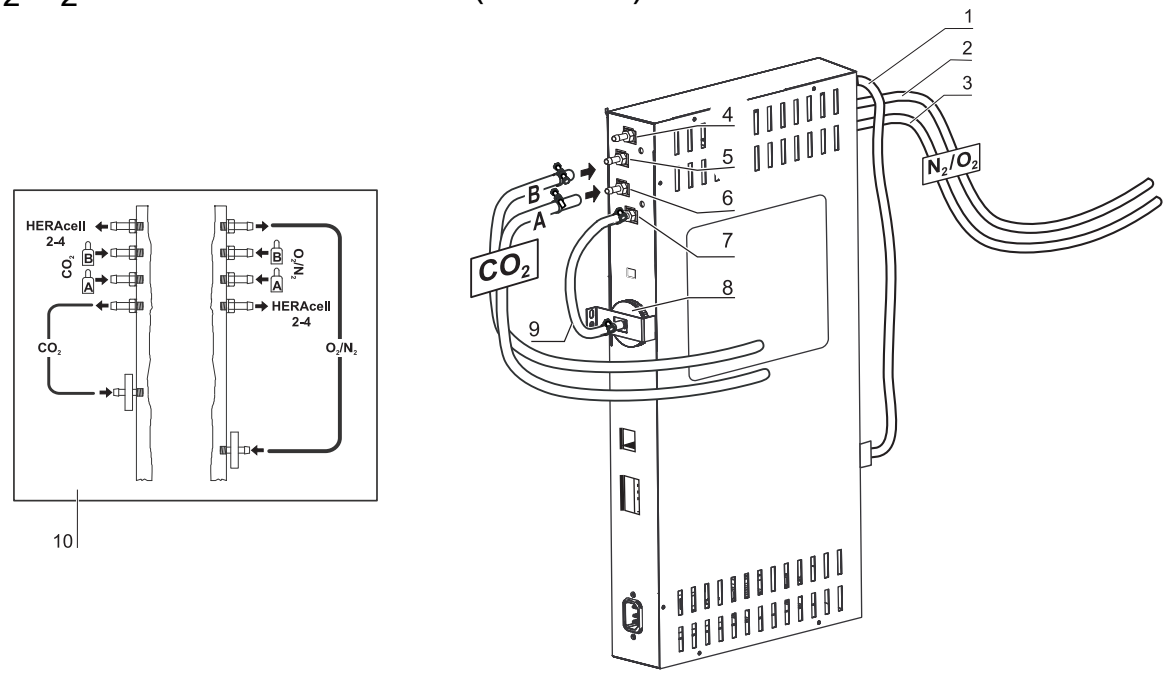

图 4-14. CO_2- 和 O_2/N_2 接头带气体监控系统 （可选项）
有 CO_2-/O_2-/N_2 组合接头并带可选的气体监控系统的连接是根据连接图 (10/ 图 4-14)。
- O_2-/N_2 供应分配器接头适用于最多其他三台设备（不可见，在图 4-14)。 在设备之间有彼此相连的气体压力软管用于气体供应。
- 位置 2/ 图 4-14: 压力气体容器 B 的气体供应连接到气体监控系统的接头。
- 位置 3/ 图 4-14: 压力气体容器 A 的气体供应连接到气体监控系统的接头。
- 位置 1/ 图 4-14: 在出厂时，气体监控系统的输出端已经由一短型气体压力软管和气体入口过滤器（位置 8/ 图 4-14) 相连。
- 位置 4/: 用于 CO 图 4-14$_2$ 气体供应 的分配器连接，适用于另外多至三台设备。 在设备之间有彼此相连的气体压力软管用于气体供应。
- 位置 5/ 图 4-14: 压力气体容器 B 的气体供应连接到气体监控系统的接头。
- 位置 6/ 图 4-14: 压力气体容器 A 的气体供应连接到气体监控系统的接头。
- 位置 7/ 图 4-14: 在出厂时，气体监控系统的输出端已经由一短型气体压力软管和气体入口过滤器相连。